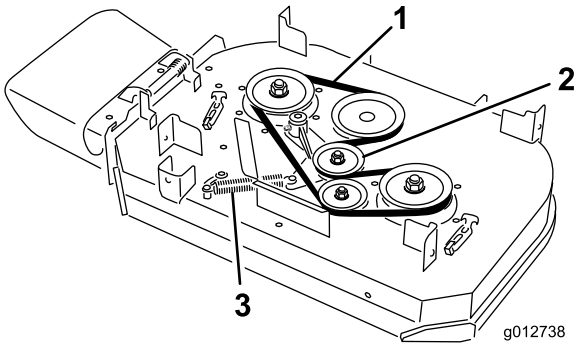

Figur 64
4. Fjern fjederen fra ankerpinden på styreremskivens arm (Figur 64).
5. Fjern den slidte plæneklipperrem (Figur 64).
6. Monter den nye plæneklipperrem omkring koblingsremskiven, klippeskjoldets remskiver og styreremskiven (Figur 64).
7. Monter fjederen på ankerpinden på styreremskivens arm (Figur 64).
6. Monter den nye plæneklipperrem omkring skjoldets remskiver og styreremskiven (Figur 64).
5. Fjern fjederen fra ankerpinden på styreremskivens arm (Figur 64).
6. Fjern den slidte plæneklipperrem (Figur 64).
7. Monter den nye plæneklipperrem omkring klippeskjoldets remskiver, koblingsremskiven og styreremskiven (Figur 64).
8. Monter fjederen på ankerpinden (Figur 64).